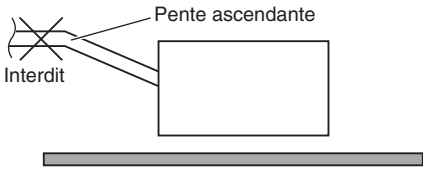

Fig. 3-12
- N'installez pas le tube avec une inclinaison ascendante par rapport à l'orifice de connexion. Ceci entraînerait un retour de l'eau de vidange et une fuite lorsque l'unité est arrêtée. (Fig. 3-12)